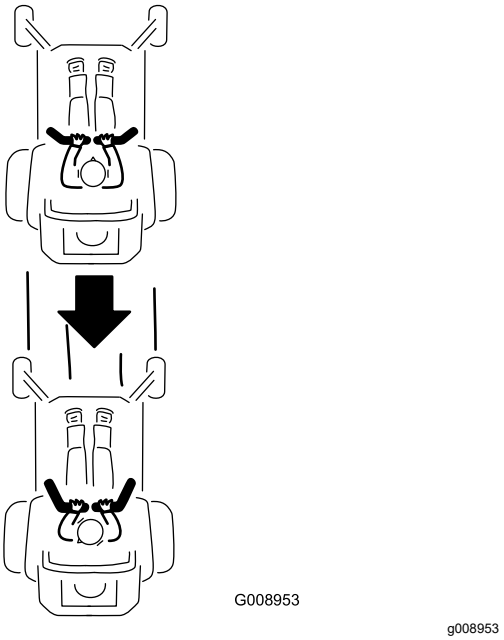

Figuur 27
2. Om achteruit te rijden, trekt u de rijhendels langzaam naar achteren (Figuur 27).